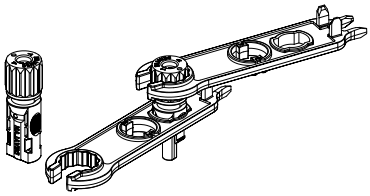

Рис. 5.5. Разъём с навинченной гайкой
c) Вставьте контакт в корпус разъёма и до конца навинтите гайку (рис. 5.5).